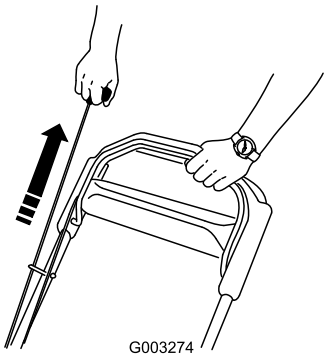

Figuur 14
4. Trek het startkoord uit (Figuur 14).